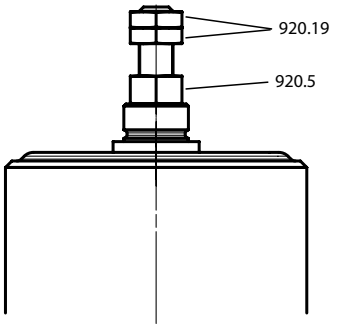

Рисунок 3: Аварийное ручное управление SISTO-LAD-SF
Мембранные приводы типа „Безопасное положение закрыт“ (SF) в стандартном исполнении оснащены аварийным ручным управлением (рисунок 3).